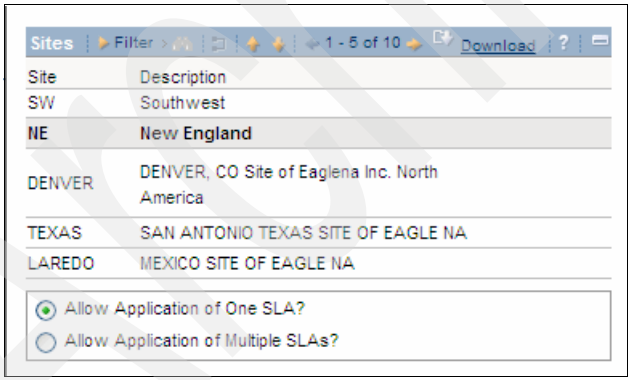

Figure 11-1 Organization SLA Options configuration
4. Click **OK**, as shown in Figure 11-1.